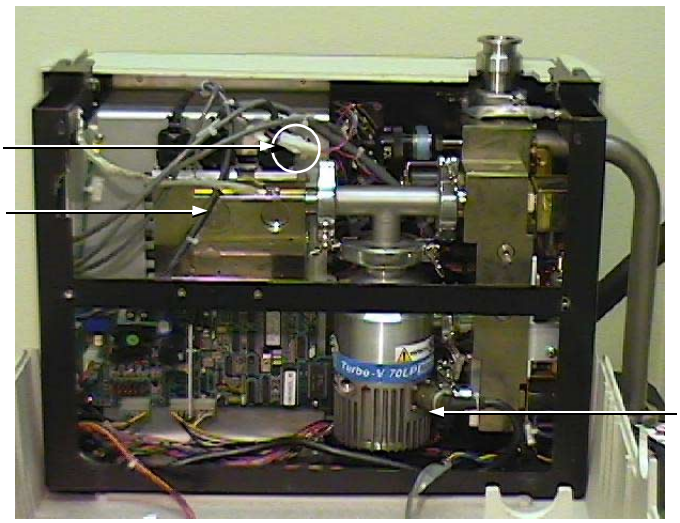

Figure 5-6 Button TC, Spectrometer Tube, and Turbo Pump
3. Vent the spectrometer tube (Figure 5-6) by turning the knurled nut on the turbo pump (knurled nut not shown in this view) approximately 1/4 turn counterclockwise.